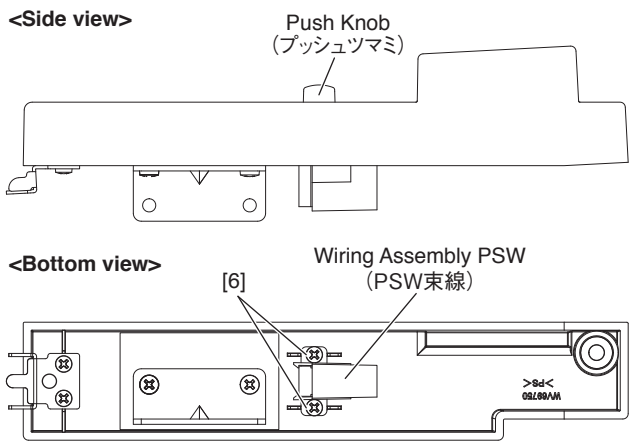

Fig.10（図 10）
13-5 Remove the two (2) screws marked [6], and pull out the push knob afterwards. The wiring assembly PSW (including power switch) can then be removed from the key block assembly R. (Fig.10)
13-5 [6] のネジ 2 本とプッシュツマミを外して、PSW 束線（電源スイッチ）を外します。(図 10)